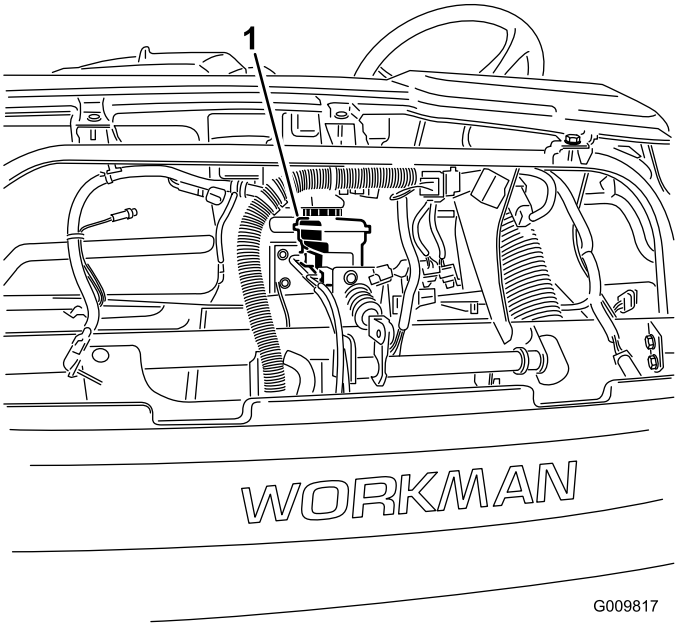

**Figur 24**
**Bemærk:** Du kan fjerne motorhjelmsadgangen til beholderen fra maskinens front (Figur 24).